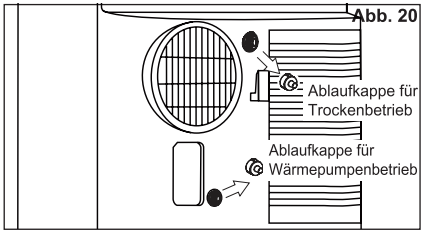

Abb. 20
- Schrauben Sie die Ablaufkappe von der dauerhaften Ablauföffnung ab. (Abb. 20).